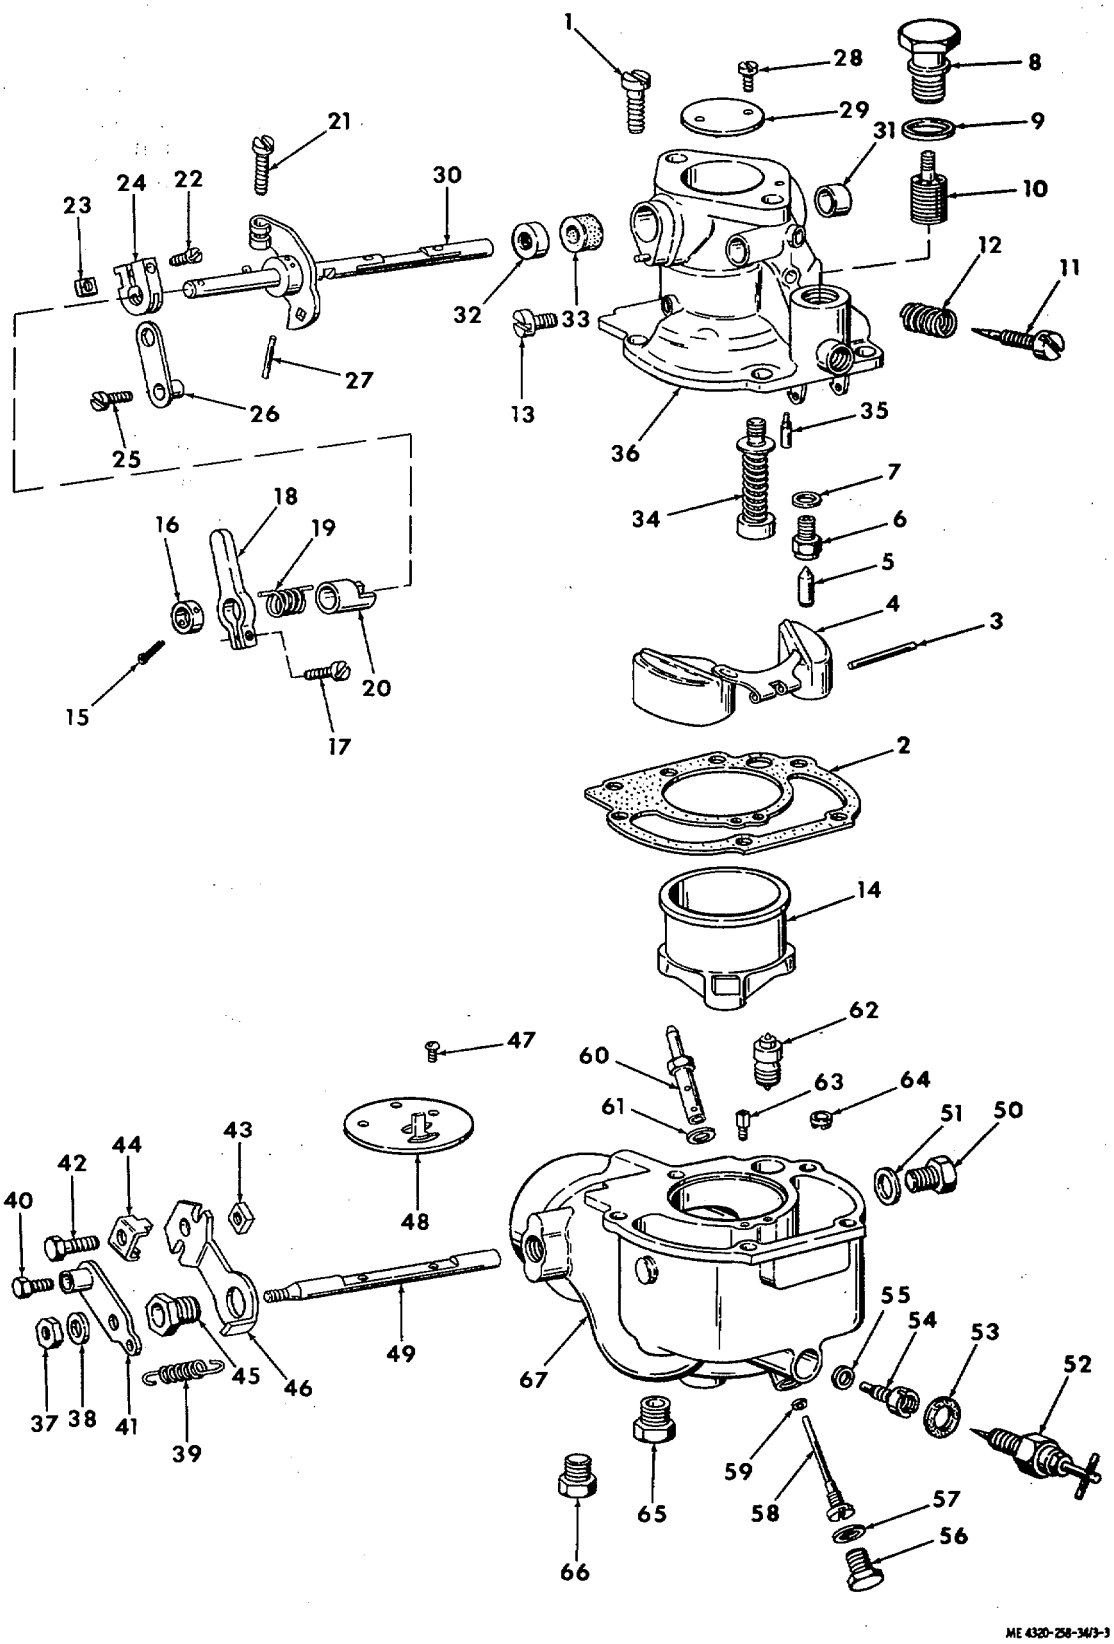

Figure 3-3. Carburetor, exploded view.
b. Disassembly. Disassemble the carburetor as shown in figure 3-3. The index numbers assigned to the parts indicate the order of disassembly. Note the following:
KEY to fig. 3-3:
(4) Inspect the float axle for wear on the bearing surface. Replace if any wear can be detected.
(5) Inspect the needle valve and needle valve seat for wear or damage. Both parts must be replaced as an assembly if either is damaged.
(6) Inspect the idle adjusting screw for damaged threads and for a worn needle point. The point must be sharp and free from ridges of the tapered area.
(7) Inspect the throttle plate for burrs or damaged edges. Clean with crocus cloth to remove light burrs. Do not use a buffing wheel on the throttle plate. Replace if edges are damaged.
(8) Inspect the throttle shaft for wear of the bearing areas. Replace the shaft if visible wear is noted.
(9) Inspect the pump lever for distortion and for wear of the pump link hole. Replace if damaged.
(10) Inspect the air shutter plate for distortion, burrs, and damaged edges. Make sure the poppet valve on the choke plate is free. Replace a damaged choke plate.
(11) Inspect the air shutter shaft for cracks, distortion, and for worn bearing surfaces. Replace if damaged.
(12) Inspect the fuel bowl assembly and throttle body for cracks, distortion, damaged threads, and other damage. Inspect the bearing surfaces of the throttle shaft and air shutter shaft bores for wear or scoring. Replace damaged housings.
(13) Inspect all other parts for cracks, distortion, and other damage; replace damaged parts.
d. *Reassembly*. Refer to figure 3-3 to reassemble the carburetor. Reassembly is the reverse of disassembly. Note the following:
(1) During reassembly, aline the match marks made during disassembly on the fuel bowl (67), air shutter bracket (46), air shutter shaft (49), and lever (41).
(2) Aline the match marks made at disassembly on the throttle body (36) and lever of the throttle shaft (30).
(3) Note that the screw holes in the throttle plate (29) are off-centered. Start the side of the throttle plate with the shortest distance between the screw holes and beveled edge into place first. The plates are made with two opposite edges beveled to fit the throttle body bore when the plate is closed. The throttle plate will not close tightly if installed upside down. Pressure on the plate must be maintained with the finger until the screws are tightened. When properly installed, the side of the throttle plate farthest away from the mounting flange will be alined with the idle discharge holes when the plate is closed.